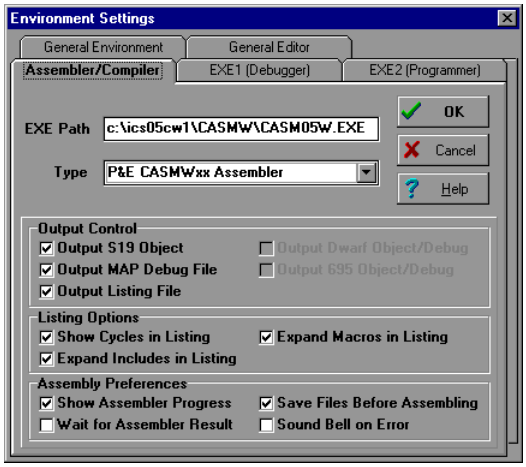

**Figure 1-2. WinIDE *Environment Settings* Dialog *Assembler/Compiler* Tab**
– Click on the *Assembler/Compiler* tab label to bring the tab (Figure 1-2) to the front. Set the executable path and filename, type, and other options for the CASM05W assembler or other application.